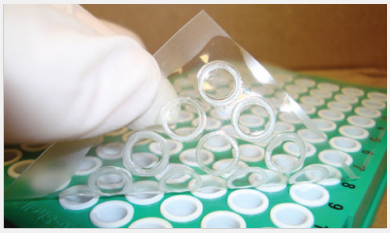

Fig. 10. Uniform and complete circles demonstrate good sealing.
4. If using a peelable seal, peel off the seal and examine the adhesive patterns where the wells contacted the seal. Look for uniform circular imprints across the entire seal (Figure 10).